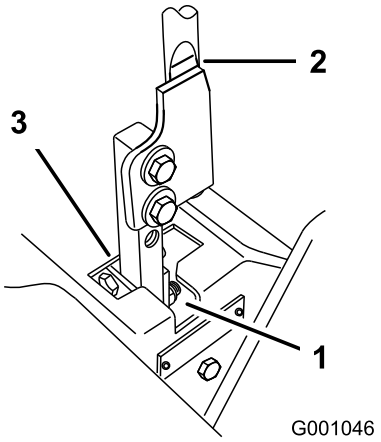

**Figuur 67**
5. Zet de hendel in de neutraalstand zonder deze te vergrendelen (Figuur 67).
6. Trek de hendel naar achteren totdat de gaffelpen (op de arm onder de draaias) contact maakt met het uiteinde van de sleuf (en net druk op de veer begint uit te oefenen) (Figuur 67).
7. Controleer of de hendel de juiste stand heeft ten opzichte van de inkeping in het bedieningspaneel (Figuur 67). De hendel moet in het midden staan zodat deze naar buiten kan draaien en worden vergrendeld in de neutraalstand.